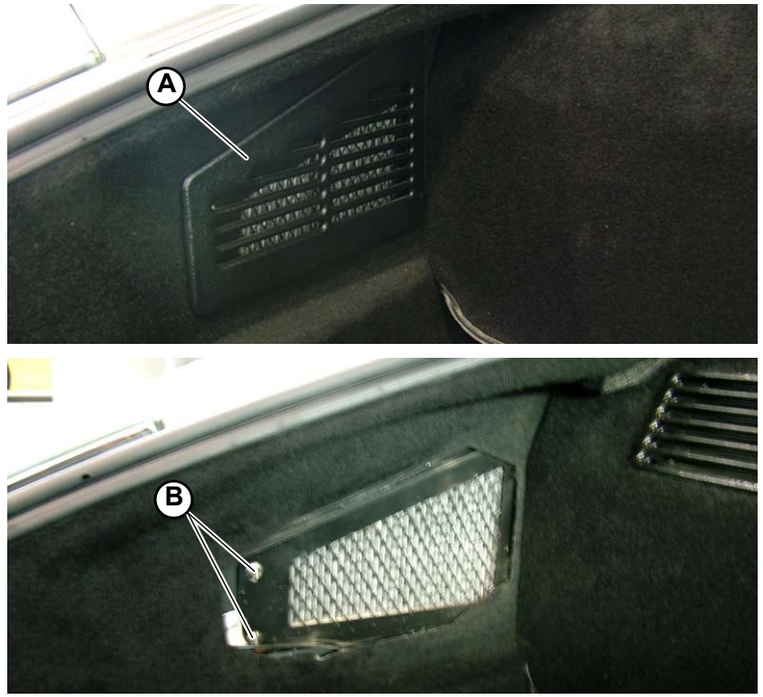

Fig.6
- Manually remove the safety grids (**A-Fig.6**) on either side of the luggage compartment.
- Unscrew the fixing screws (**B-Fig.6**) to access the filters.